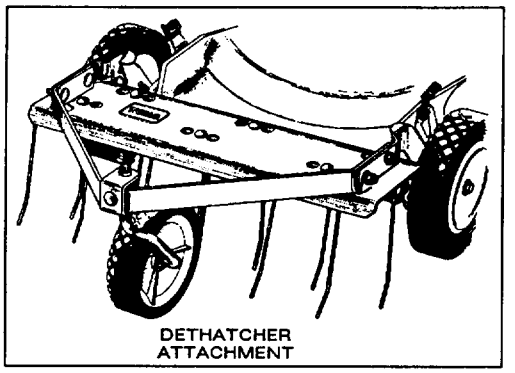

Figure 30
2. Dethatcher Kit, Model No. 59131—Installs in minutes. Front mounted for easy maneuverability. Spring tines loosen thatch for clean vacuuming into grass bag (Fig. 30).